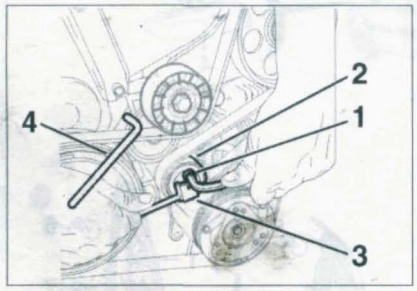
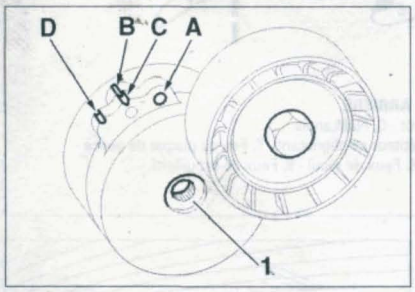
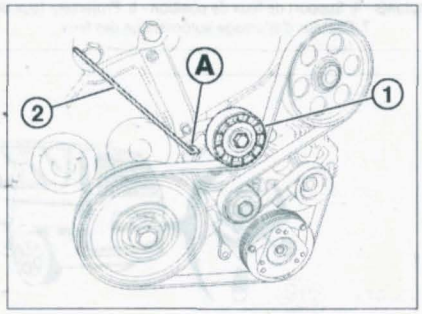

FIGURE 8-6
FIGURE 8-7
FIGURE 8-8
- Desserrer l'écrou (1) **(figure 8-6)**.
- Agir sur le galet (2) à l'aide de l'outil (3) (outil PSA 0188-J2) jusqu'à la mise en place de la pige (4) (outil PSA 0188-Q1) Ø 4 mm **(figure 8-6)** dans le trou de pigeage (A) **(figure 8-7)**.
- Ramener le galet (2) vers l'arrière **(figure 8-6)**.
À la repose, agir sur le galet (1) dans le sens des aiguilles d'une montre pour libérer la pige (4) du trou de pigeage **(figure 8-6)**. Respecter le sens de montage de la courroie, terminer la mise en place de la courroie par le galet tendeur, veiller à ce que la courroie soit bien en place dans les gorges des poulies.
- Agir sur le galet (2) **(figure 8-6)**, jusqu'à la mise en place de la pige (2) (outil PSA 0188-Q1) dans le trou de pigeage (A) **(figure 8-8)**.